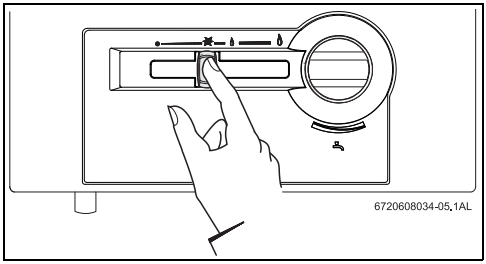

Рис. 2
- ▶ Регулятор мощности из положения Выкл. передвинуть в положение розжига (рис. 2).